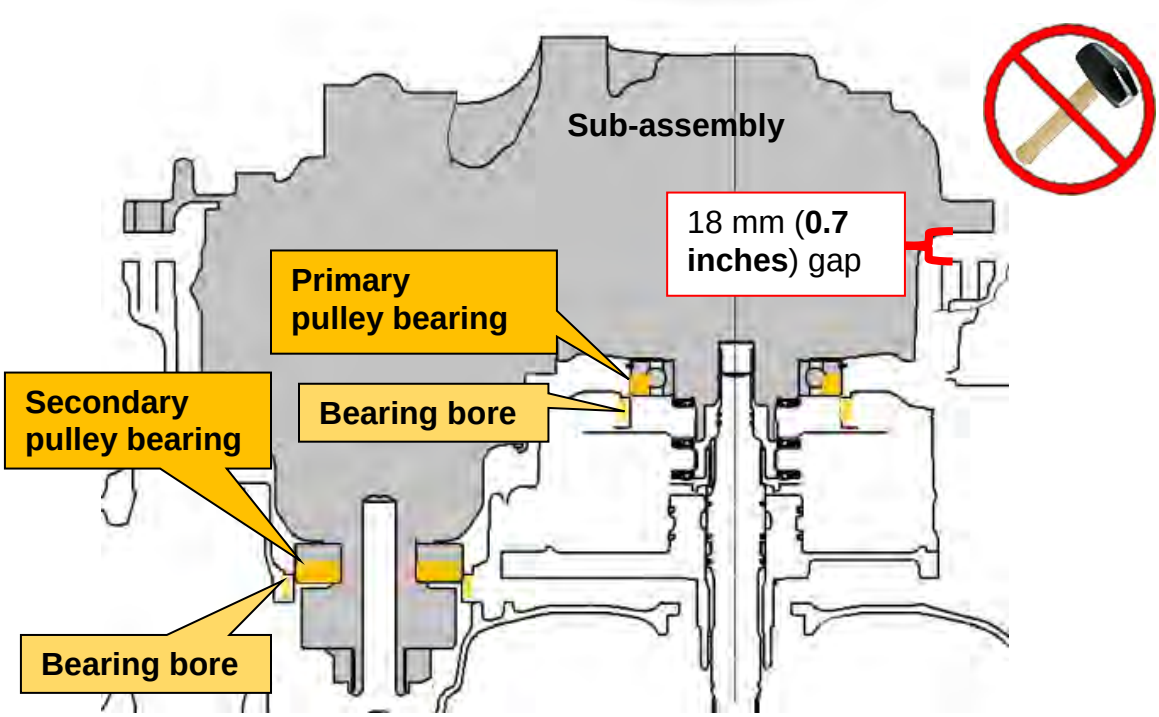

Figure 28E
- If the primary and the secondary pulley bearings do not align properly with their bores (Figure 28E) or are at an angle, a **gap of 18 mm** (**0.7 inches**) may be present.
- Possible areas of interference are highlighted with orange and tan in Figure 28E.